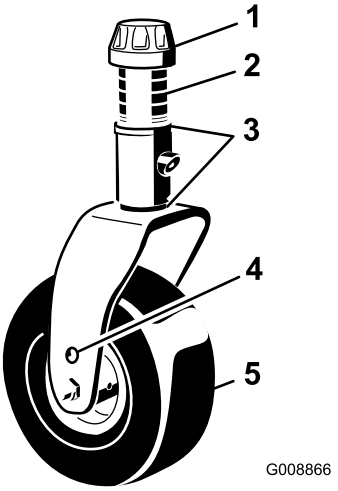
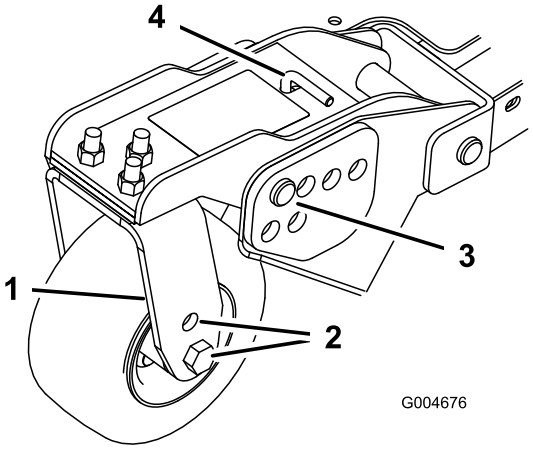
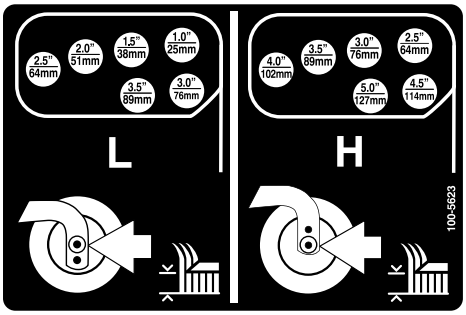

Figur 21
Figur 23
Figur 24
1. Sätt svänghjulsaxlarna i samma hål i alla hjulgafflar (Figur 21 och Figur 23). Ta hjälp av tabellen nedan för att kontrollera vilket hål som är rätt för inställningen.
2. Ta bort spännlocket från spindelaxeln (Figur 21) och skjut ut spindeln ur svänghjulsarmen. Placera de två mellanläggen (3 mm) på spindelaxeln såsom de satt från början. Mellanläggen krävs för att man ska få jämn höjd över hela klippenheternas bredd. Skjut på ett lämpligt antal 13 mm distanser på spindelaxeln för att få önskad klipphöjd. Skjut sedan på brickan på axeln.
4. Ta bort hårnålssprinten och sprintbulten från svänghjulsarmarna (Figur 23).
5. Vrid spännstången för att höja eller sänka svängarmen tills hålen befinner sig i linje med de utvalda fästhålen för klipphöjdsinställning i klippenhetens ram (Figur 23 och Figur 24).